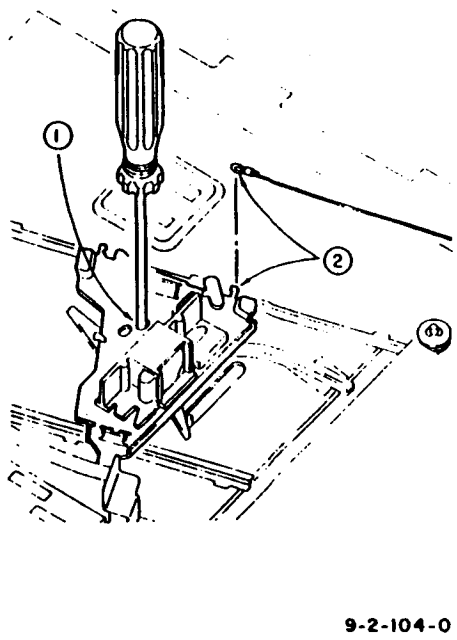

Рис.5 Надевание тросика на крючок
2. Вернуть каретку объектива в исходное положение и поместить отвертку "филипс" в положение (1), как показано на рис.5.
3. Надеть конец более короткого тросика от шарика на крюк (2), как показано на рис.5.